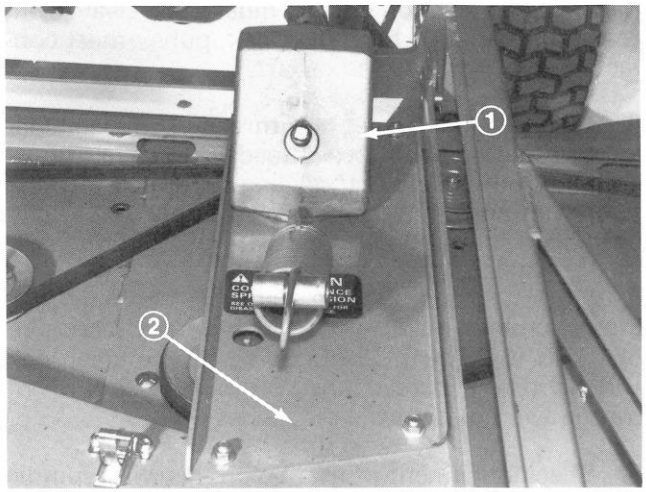

Figure 46
4. Remove four carriage bolts and flange nuts securing gear box base to top of cutting unit (Fig. 46). Slide gear box and base forward until PTO shaft separates. Place gear box base assembly on workbench.
7. Slide PTO shaft into PTO tube. Loop belt around gear box pulley and mount gear box base on top of cutting unit with four carriage bolts and locknuts (Fig. 46).